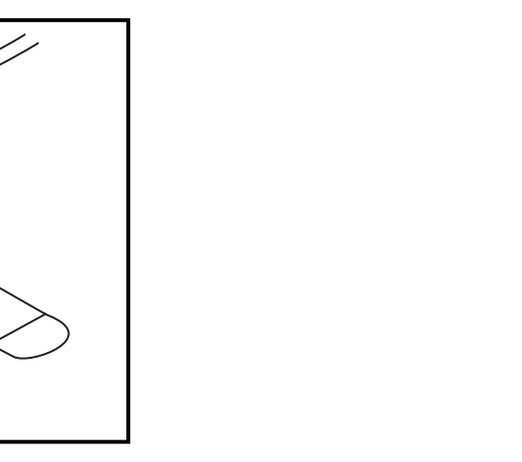

Fig. 8
2. Tire firmemente del conector del sensor para extraerlo del cable del paciente (fig. 8).